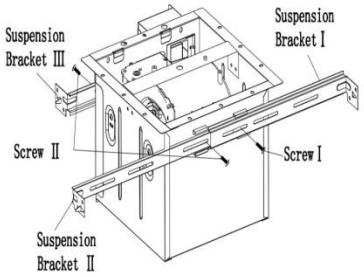

Fig. 1
1. Insert the suspension bracket into the fan body and adaptor (select the suspension bracket as shown below). (Fig.1)